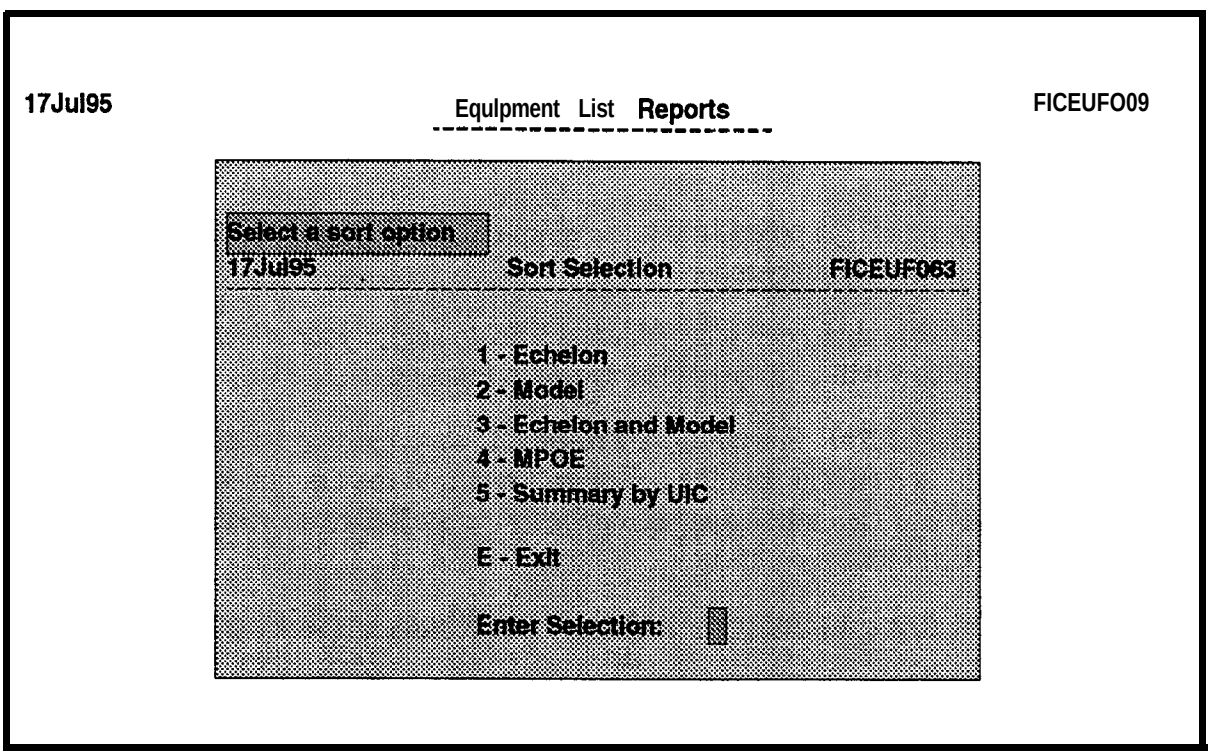

Figure 6-24. Sort Selection Window for the Equipment List Summary Report
Note: You can press **F10** at any time to select all of the units in the exercise. When you do this, the Select Unit screen will close and the the Sort Selection window will be displayed as shown in Figure 6-24. You should now continue with the procedures in paragraph e. below.
e. When all the units have been selected, press **ESC** to accept your selections. The Sort Selection window will be displayed as shown in Figure 6-24.
Note: You can press **F10** at any time to select all of the units in the exercise. When you do this, the Select Unit screen will close and the the Sort Selection window will be displayed as shown in Figure 6-24 (page 6-57). You should now continue with the procedures in paragraph e. below.